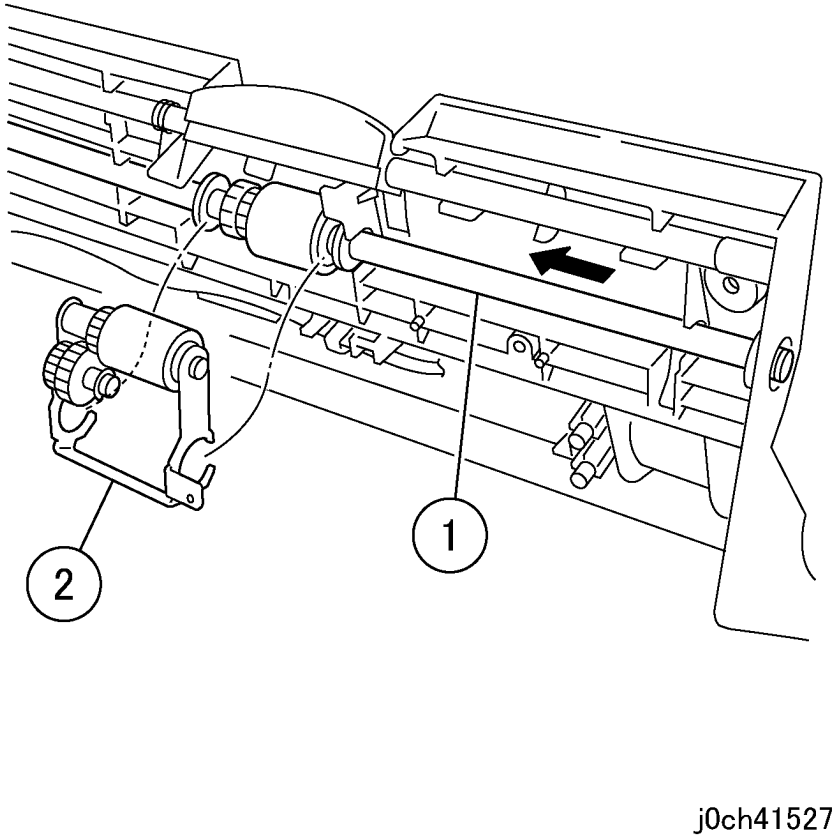

Рисунок 3 Снятие узла ролика захвата (j0ch40527)
5. Снимите узел ролика захвата (рисунок 3).